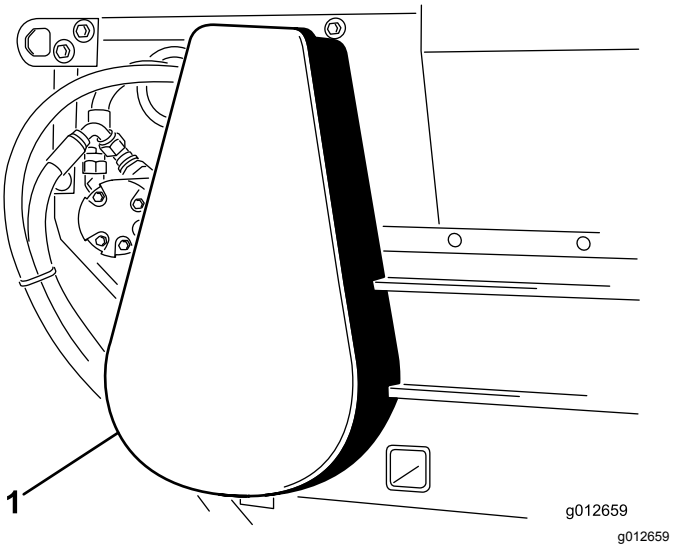

Figur 34
3. Monter kjededekslet (Figur 34).